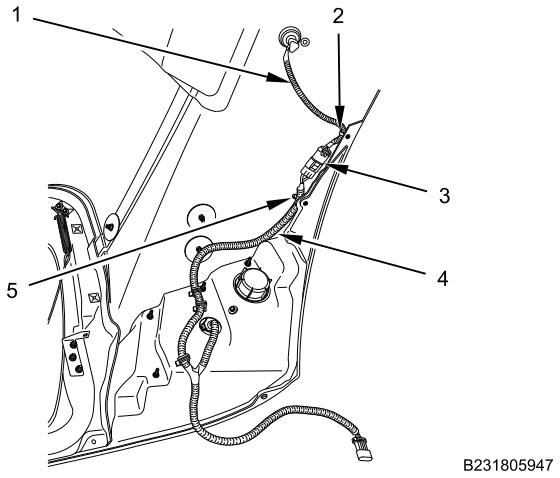

Figure 17. Front Fender Light Harness.
13. Connect front fender light harness connector (Figure 17, Item 3).
14. Secure front turn signal and parking light assembly harness (Figure 17, Item 4) with harness clip (Figure 17, Item 5).
15. Install new cable lock strap (Figure 17, Item 2) to front fender light harness (Figure 17, Item 1).